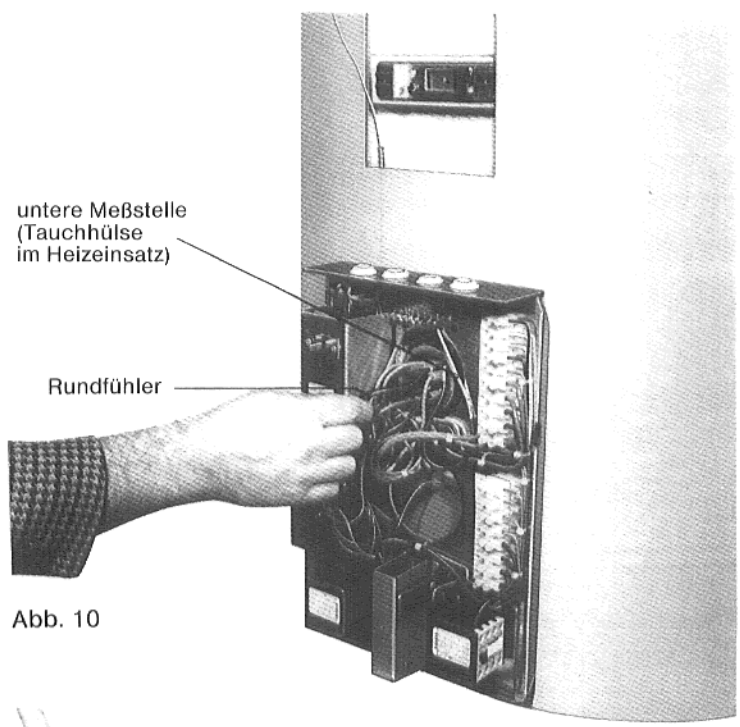

Abb. 10
16. Isolierter Rundfühler in die Tauchhülse des Elektro-Heizeinsatzes (untere Meßstelle) einführen, Isolierung **nicht** entfernen (Abb. 10 u. 11).